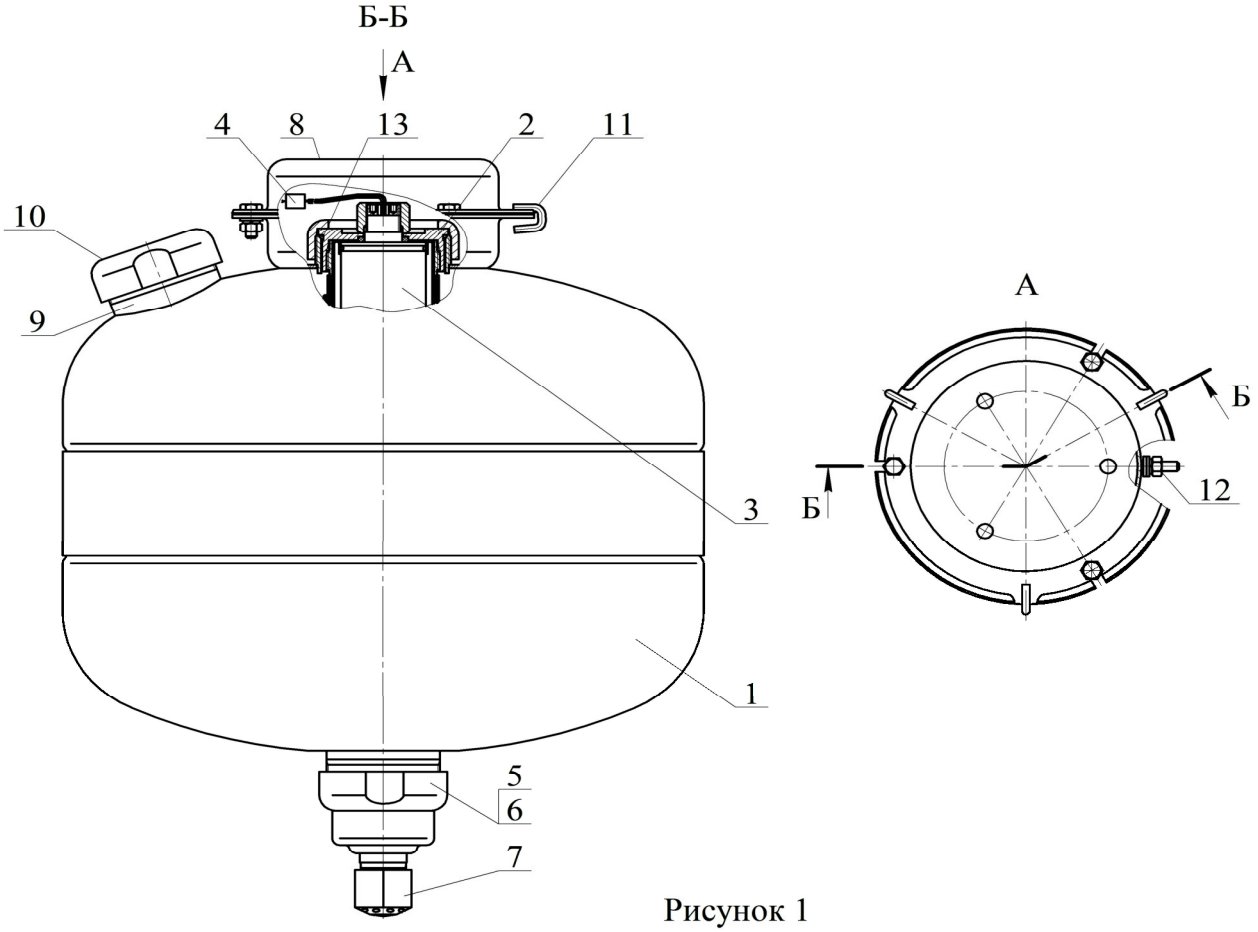

Рисунок 1
4.1.1 МУПТВ (см. рисунок 1) состоит из корпуса **1**, заправленного ОТВ, в котором размещено газогенерирующее устройство **2**.
4.2.1 После подачи электрического импульса на выводы элемента электропускового **4** (см. рисунок 1) ИХГ **3** генерирует газ, который создает давление внутри корпуса МУПТВ для вскрытия мембраны **5** и выпуска через насадок-распылитель **7** в зону горения тонкораспыленной струи ОТВ.
6.3 Закрепить кронштейн **8** (см. рисунок 1) на потолке. Координаты отверстий в кронштейне приведены на рисунке 3.
Залить в отверстие верхней горловины **9** (см. рисунок 1) воды по ГОСТ 6709-72, СанПиН 2.1.4.1074-01 (температура воды должна быть плюс (от 15 до 25)ºС) объемом $16{,}19^{+0{,}2}$ дм^3. Открыть упаковки с жидкими добавками к воде и залить их в отверстие верхней горловины **9**.
6.5.2.3 Полученный раствор ОТВ залить в отверстие верхней горловины **9** (см. рисунок 1). Для окончательного приготовления ОТВ открыть упаковки с жидкими добавками к воде и залить их в отверстие верхней горловины **9**.
6.7 Накрутить до упора насадок-распылитель **7** (см. рисунок 1).
7.3 Комплект поставки для перезарядки МУПТВ (см. рисунок 1):